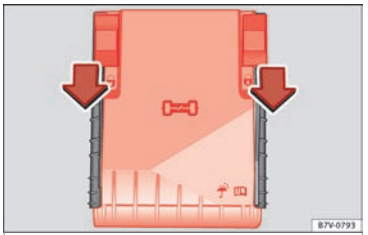

Bild 61 I motorrummet: lock till säkringsdosan
- Ta bort säkringsdosans lock genom att trycka låsflikarna framåt i pilens riktning **››› bild 61**.